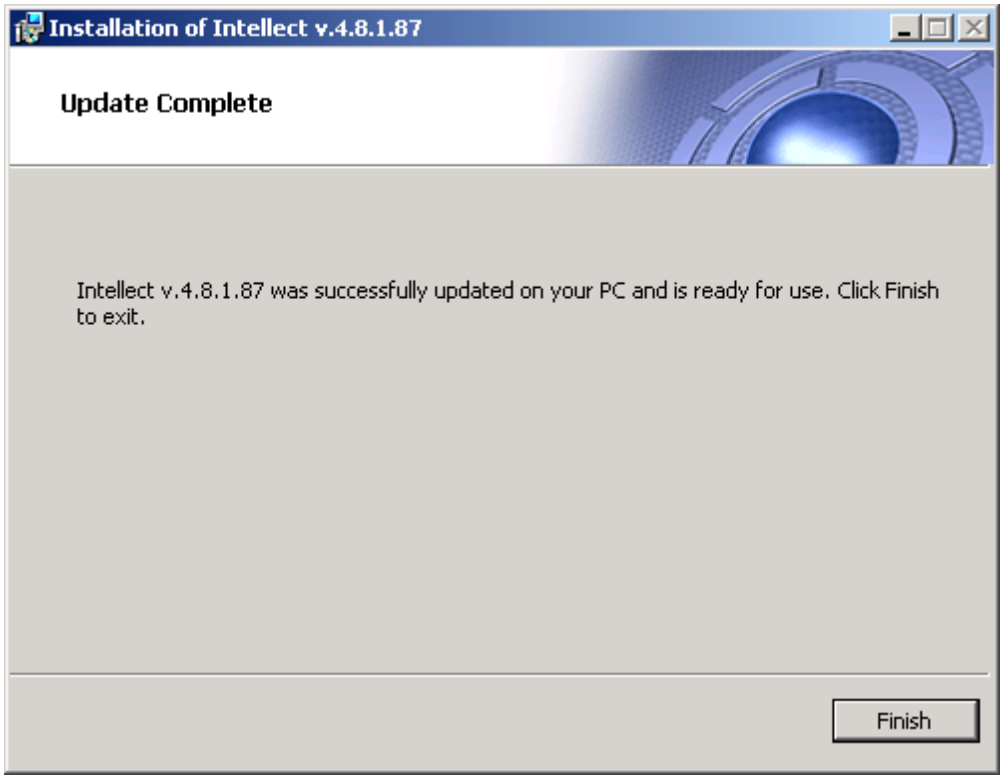

Figure 5.1-51 The “Update Complete” dialog box
As a result the “Update Complete” dialog box is displayed (Figure 5.1-51).
13. Click the “Finish” button (Figure 5.1-51).